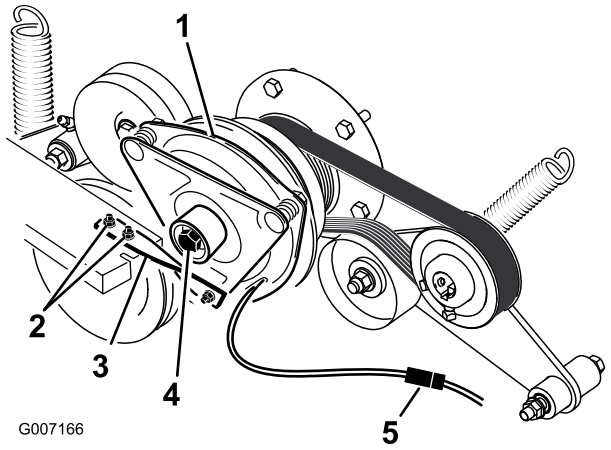

Figuur 53
6. Maak de stekker voor de elektrische aansluiting van de koppeling los (Figuur 53).
7. Verwijder de twee bouten waarmee de rubberen band van de koppeling is bevestigd aan het frame van de maaier (Figuur 53).
8. Verwijder de middelste bout waarmee de koppeling is bevestigd aan de uitgaande as van de motor en verwijder de koppeling en de spie (Figuur 53).
15. Houd de krukas op de achterkant van de machine, monteer de middelste bout en zet deze vast met een torsie van 68 Nm (Figuur 53).
16. Monteer de rubberen band van de koppeling op het frame van de maaier met de twee bouten en moeren die u eerder hebt verwijderd (Figuur 53).
18. Sluit de stekker voor de elektrische aansluiting van de koppeling aan (Figuur 53).